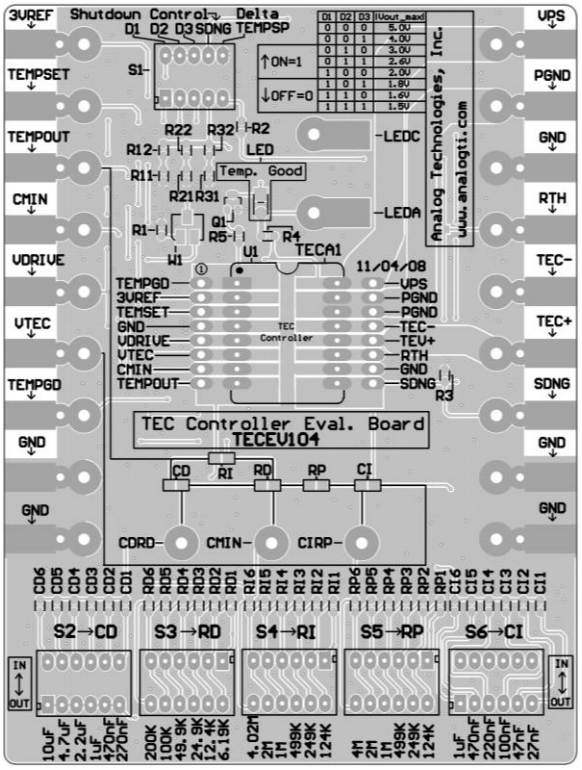
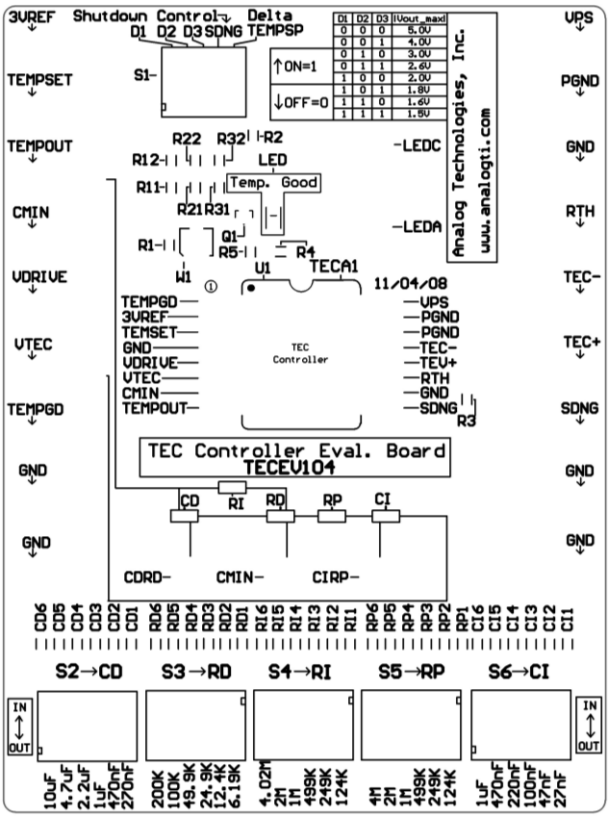

Abbildung 2. Silkscreen-Schicht mit anderen oberen Schichten
Abbildung 3. Oberer **Silkscreen**
Die Silkscreen-Schicht sowie die anderen oberen Schichten auf der Evaluations-Platine (Kupferschicht, Lötmaske, und mehrschichtige Ebenen (vias)) ist verzeichnet auf Abbildung 2. Abbildung 3 zeigt nur die oberste Silkscreen-Schicht. Da sich keine Komponente auf der Rückseite der Hauptplatine befindet, gibt es dort auch keine Silkscreen-Schicht.
1. Nach der Einstellung (tuning) können die Werte des Kondensators für C_d und C_i abgelesen werden von den Auswahlschaltern für die Kondensatoren. Die Werte der Widerstände R_i, Rd und R_p können gemessen werden durch einen Widerstandsmesser, indem dieser verbunden wird mit den Widerstand-Pins. Wie abgebildet im Foto auf Abbildung 3, kann R_i ausgelesen werden zwischen den TEMPOUT und CMIN Prüfpunkten; R_d kann ausgelesen werden zwischen den CMIN und den CDRD Prüfpunkten; R_p kann ausgelesen werden zwischen den CMIN und CIRP Prüfpunkten.